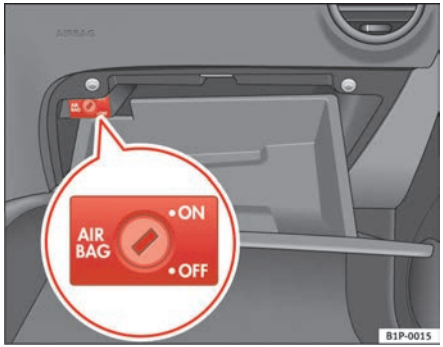

Fig. 25 In the glove compartment: key for enabling and disabling front passenger airbag
– Turn the ignition switch in the key operated switch in the glove box to the position **OFF** ⇒ fig. 25.
– Turn the ignition switch in the key-operated switch in the glove box to the position **ON** ⇒ fig. 25.